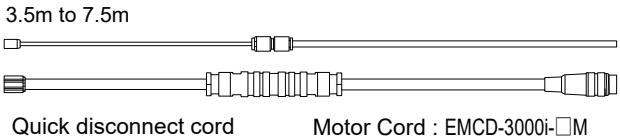

Fig. 17
- **"Hose Length" indicates total hose length consisting of the Quick Disconnect Hose and the motor cord hose. See Fig. 17 and Table 2 to see how to calculate "Hose Length".**
*Note 1: "Hose Length" indicates total hose length consisting of the Quick Disconnect Hose and the Motor Cord Hose. See Fig.17 to see how to calculate "Hose Length".